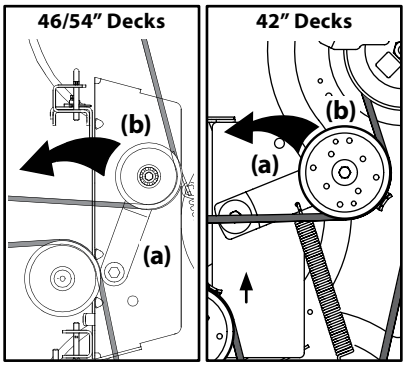
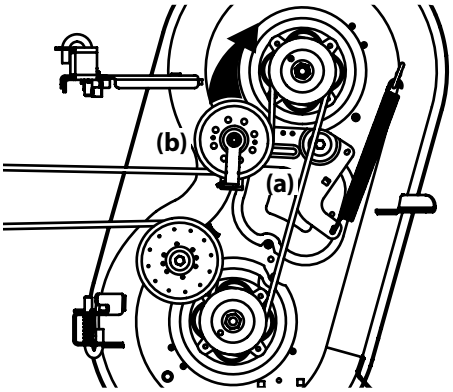

Figure 4-15
Figure 4-16
b. Working from the middle of the tractor, pivot the idler bracket (a) and movable idler pulley (b) rearward on 42/46/54" deck and forward on 34" decks just far enough to lift the belt up and over the spindle pulley. See Figure 4-15 for 42/46/54" decks and Figure 4-16 for 34" decks.